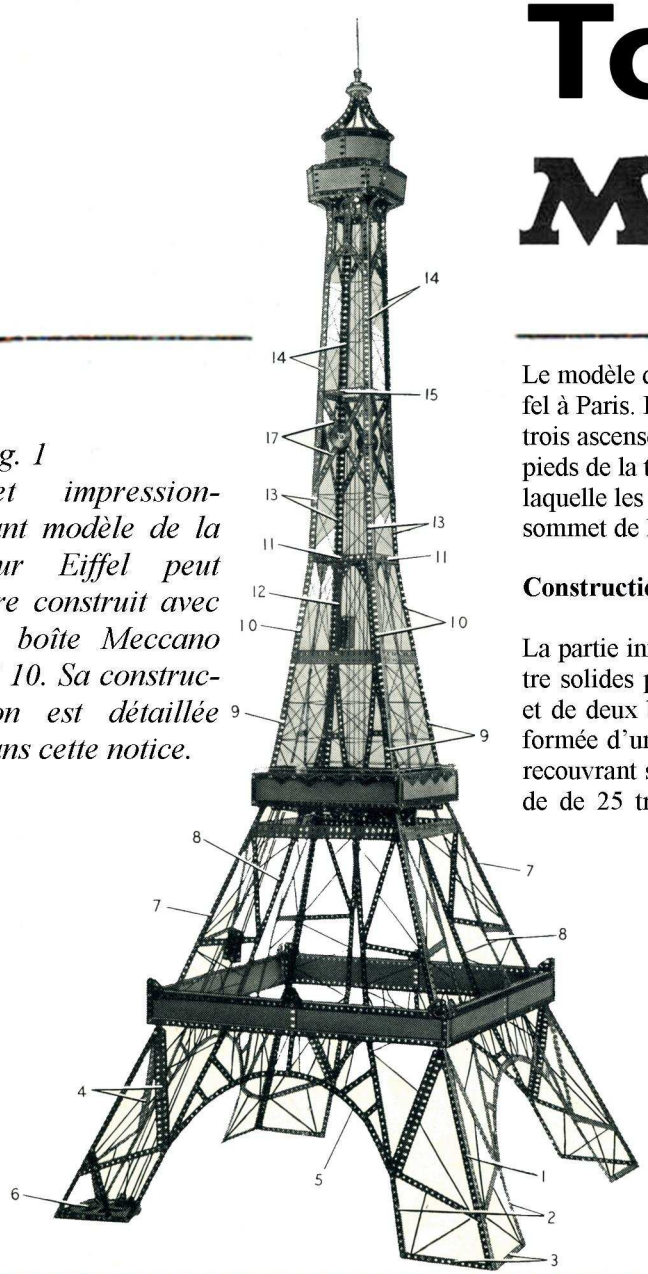

Fig. 1
Construction de la partie inférieure de la tour (Fig. 1 et 2)
La partie inférieure de la tour est constituée essentiellement de quatre solides pieds, chacun étant formé d'une cornière composée (1) et de deux bandes composées (2) (Fig. 1 et 2). La cornière (1) est formée d'une cornière de 25 trous et d'une cornière de 11 trous se recouvrant sur deux trous, et chaque bande (2) consiste en une bande de 25 trous et une bande de 11 trous se recouvrant sur trois trous. La cornière et les deux bandes de chaque pied sont reliées à leur extrémité inférieure par deux bandes composées (3), constituées chacune par une bande de 11 trous et une bande de 5 trous se recouvrant sur deux trous. Les extrémités supérieures de la cornière (1) et des bandes (2) sont fixées par des équerres à une cornière de 49 trous qui forme le bord inférieur de chaque côté de la plate-forme inférieure. Chaque côté de la plate-forme est complété par deux plaques bandes de 25 x 5 trous et une autre cornière de 49 trous, et les côtés sont réunis à chaque angle par des cornières de 5 trous.
Construction de la partie centrale de la tour (Figs. 1, 5 et 7)
La partie centrale de la tour est faite en prolongeant les cornières (1) et les bandes (2) de chaque pied de la partie inférieure. Chaque cornière (1) est prolongée par une cornière de 37 trous (7) (Fig. 1), et chaque bande (2) est prolongée par une bande (8), faite de deux bandes de 25 trous se recouvrant sur deux trous. Les cornières (7) et les bandes (8) sont reliées par des poutrelles plates de 25 trous, et renforcées par des bandes de différentes longueurs. La plate-forme centrale consiste en quatre plaques bandes de 25 x 5 trous bordées par des cornières de 25 trous, et reliées à leur extrémité par des cornières de 5 trous. Elle est attachée aux cornières (7) et aux bandes (8) par des équerres et bordée par des bandes incurvées. La rambarde est une corde élastique passée dans des supports de rampe.
La partie supérieure de la tour (Figs. 1 et 4)
Une cornière de 15 trous (9) est attachée au sommet de chaque cornière (7) par un support plat, et prolongée par une de cornière 25 trous (10) (Figs. 1 et 4). Les cornières (10) sont reliées par des poutrelles plates de 15 trous, et sont attachées par des supports plats aux cornières de 11 trous (11).
La plate-forme supérieure et le couronnement de la tour (Figs. 1, 3 et 4)